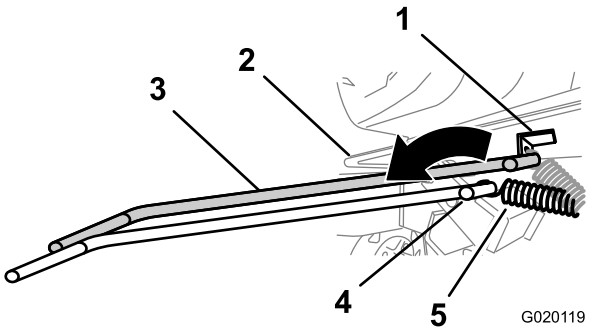

Figure 58
6. Using a spring-removal tool (Toro part 92-5771), remove the spring from the anchor bracket on the engine deck (Figure 58).
7. Using a spring-removal tool, (Toro part 92-5771), install the tension spring to the anchor bracket on the engine deck (Figure 58).